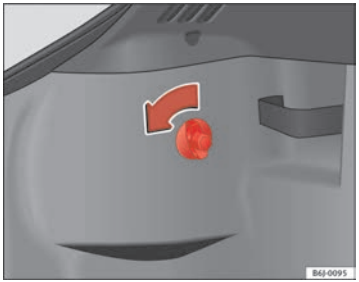

Fig. 143 Access to tail lights
– Turn the bolt in the direction of the arrow, by hand or with a screwdriver ⇒ fig. 143.
– Remove the connector from housing (A) ⇒ page 215, fig. 143.